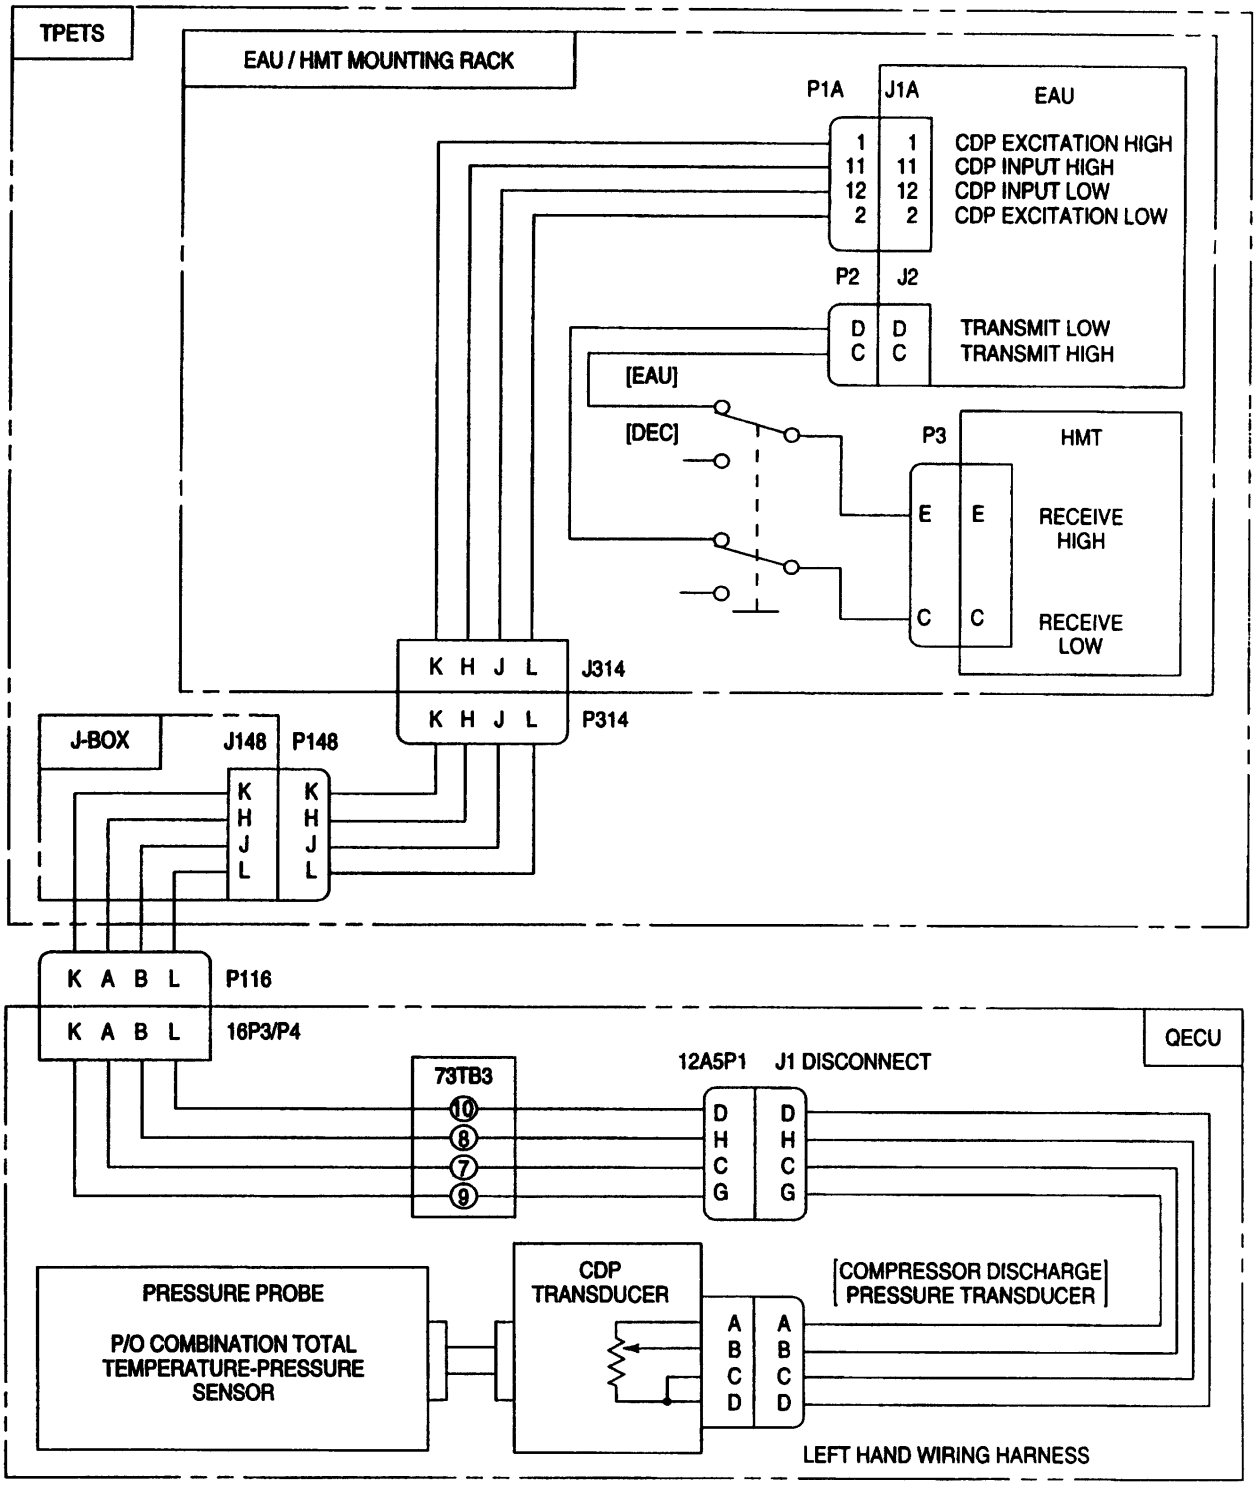

Figure 12. CDP Components Checkout
40. COMPRESSOR DISCHARGE PRESSURE (CDP) COMPONENTS (figure 12). The pressure probe portion of the combination total temperature–pressure sensor samples air pressure at the engine compressor diffuser. Air pressure provided at the probe is sent to the CDP transducer. The CDP transducer converts the air pressure to an electronic CDP signal. The CDP signal is sent through the left–hand wiring harness to the EAU. The EAU uses the CDP signal in conjunction with the CIP and PS7 signals to establish the CDPO calculation. The CDPO calculation conditions the CDP signal by providing better resolution. Loss of a valid CDP signal (9 – 20 psia) causes the EAU to set the CDPO value to zero. Also, the EAU processes the CDP signal to form the PD3L signal. The PD3L signal is used to detect a surge event (table 1).